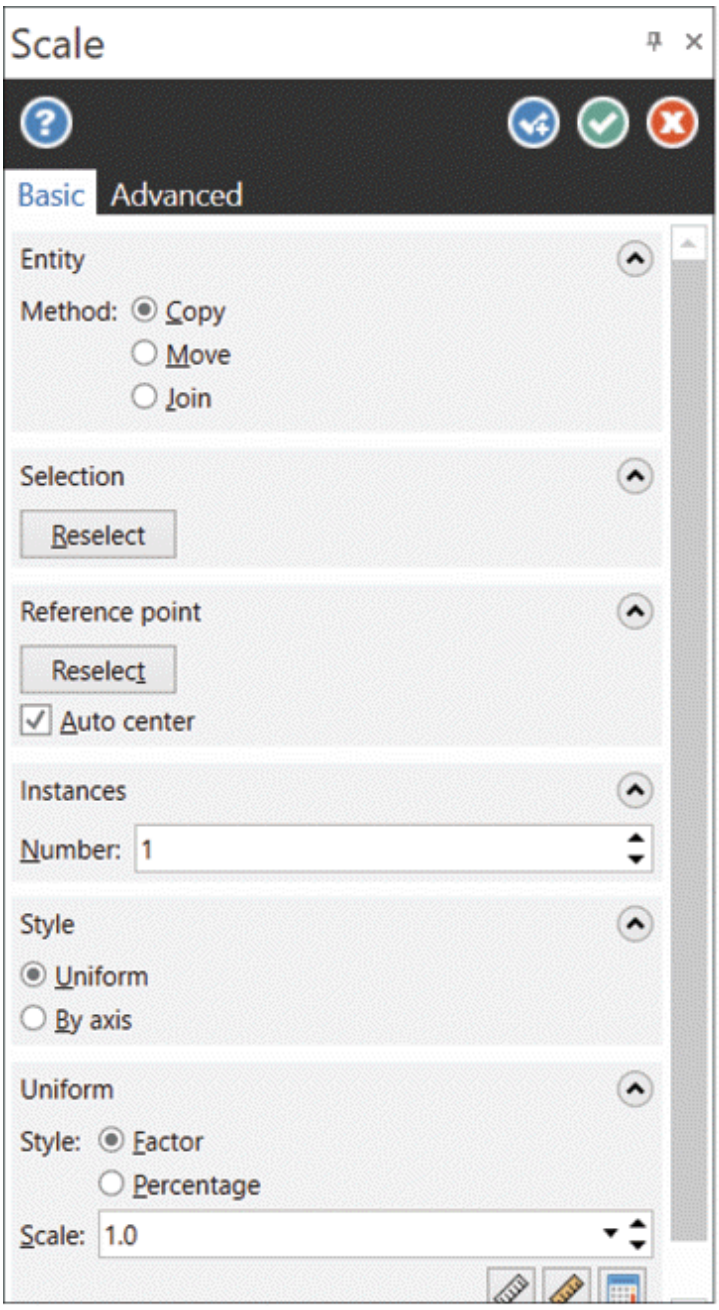

Figure-15. Scale Manager
- Select desired entities using single selection or window selection and then click on the **End Selection** button. The options of **Scale Manager** will become active; refer to Figure-15.